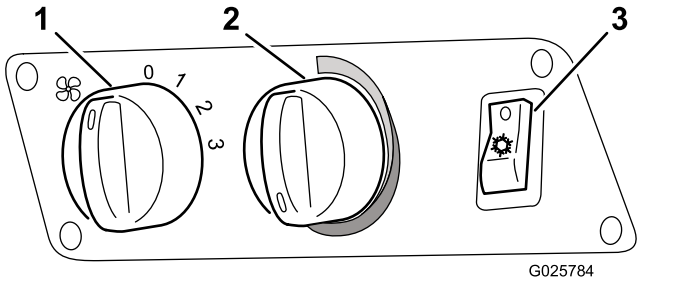

図 6
2. ブロアスイッチを ON にする図 6。
3. エアコンスイッチを ON にする図 6。
4. 温度コントローラ図 6を強冷にセット左一杯まで回す。